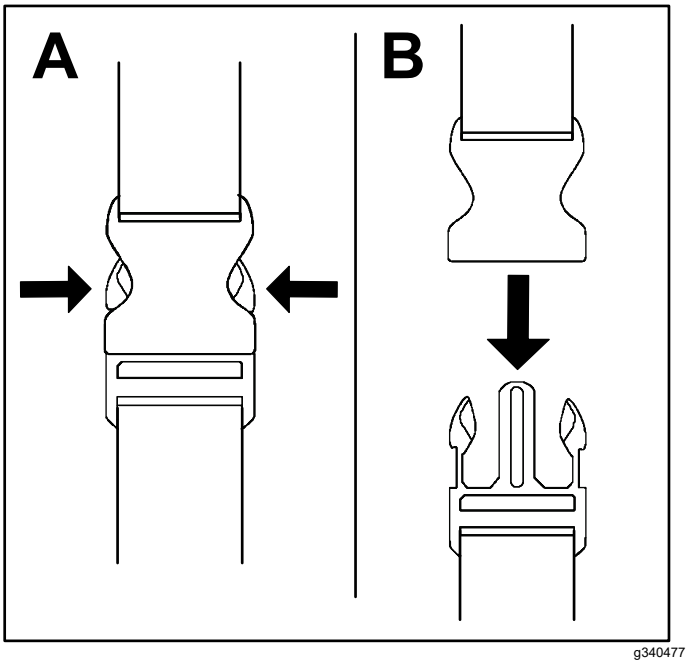

Figur 5
1. Tryck in spännets sidor (A i Figur 5).
2. Låt spännet kopplas bort (B i Figur 5).